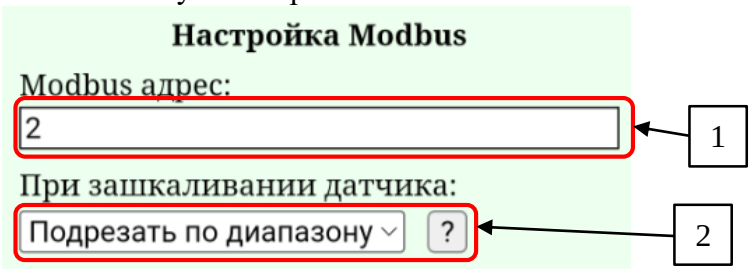

Рисунок 14 – Панель «Настройка Modbus»
2.8.5.2.2 Панель «Настройка Modbus» (рис. 14) содержит настройки прибора в сети по интерфейсу RS485. Используемый протокол – ModBus RTU.
а) В поле «1» (на рис. 14) установлен индивидуальный адрес прибора в сети Modbus. По умолчанию настроен адрес - 2. Диапазон доступных значений: 2 – 247.
б) В выпадающем списке (поле «2» на рис. 14) производится выбор передачи данных в программу верхнего уровня при значениях, выходящих за диапазон показаний датчика.